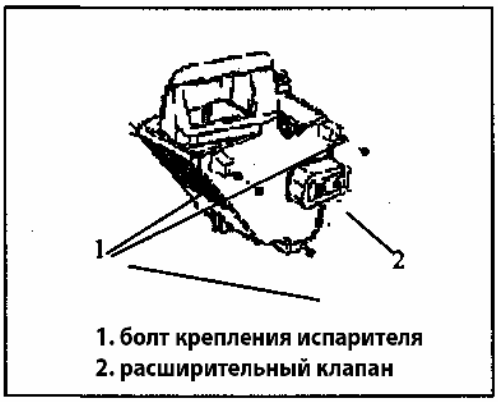

Рис. 766
6. Снимите расширительный клапан (Рис. 766).